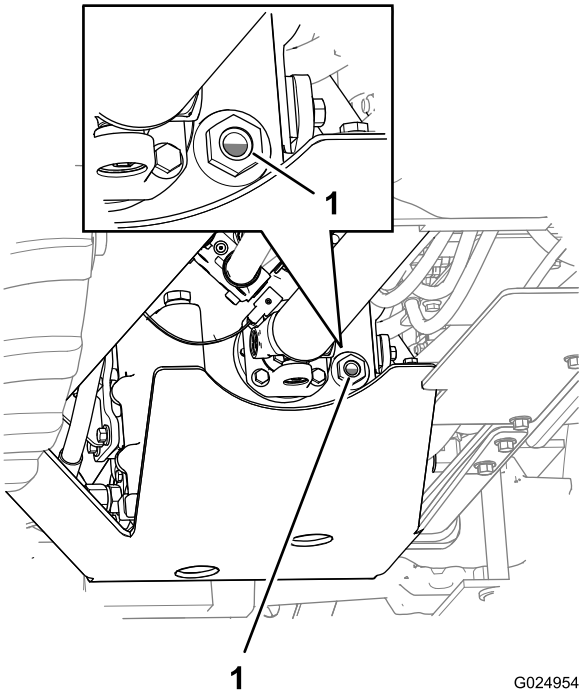

Figure 93
4. Après 5 minutes, contrôlez le niveau d'huile de transmission par le regard de niveau (Figure 93).
6. Répétez les opérations 2 à 5 jusqu'à ce que le niveau d'huile recouvre entre 50 et 75 % du regard de niveau (Figure 93).
Remarque: Le niveau d'huile doit recouvrir entre 50 et 75 % du regard de niveau (Figure 93).